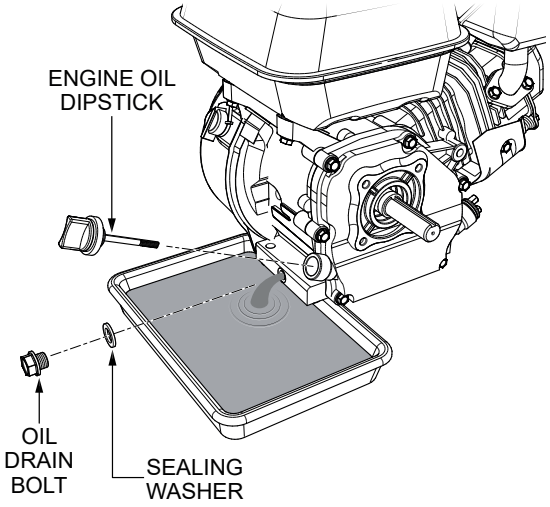

Figure 37. Draining Engine Oil
2. Drain the engine oil when the oil is warm as shown in Figure 37.